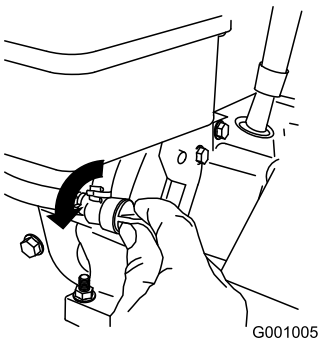

Figur 22
3. Öppna bränslekranen genom att vrida den motsols (Figur 22).